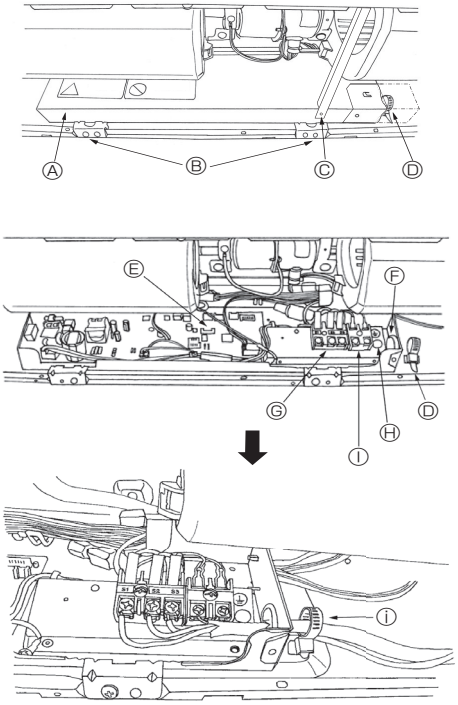

Fig. 6-1
6.1. Электропроводка (Fig. 6-1)